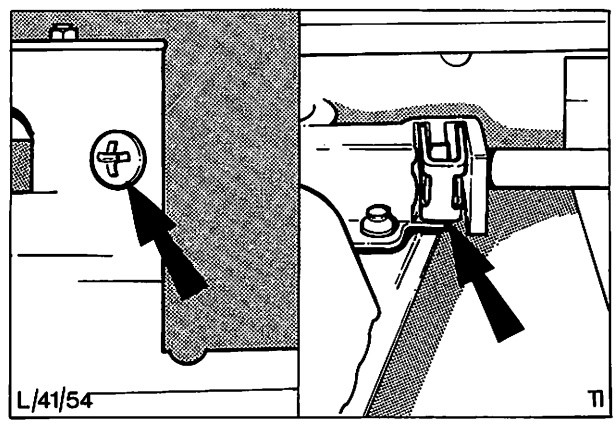

Abb. 22 Befestigungsschraube – rechtes Führungsrohr
4. Befestigungsschraube des rechten Führungsrohres und Halteklemme des linken Führungsrohres entfernen, Abb. 22, und Führungsrohre herausziehen.